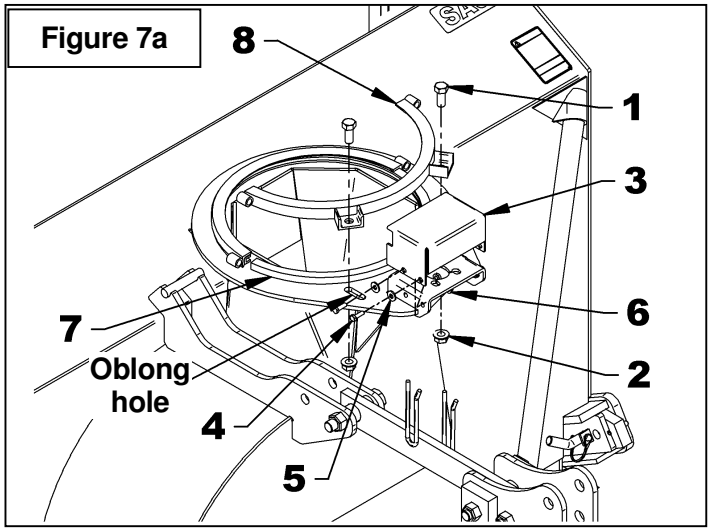
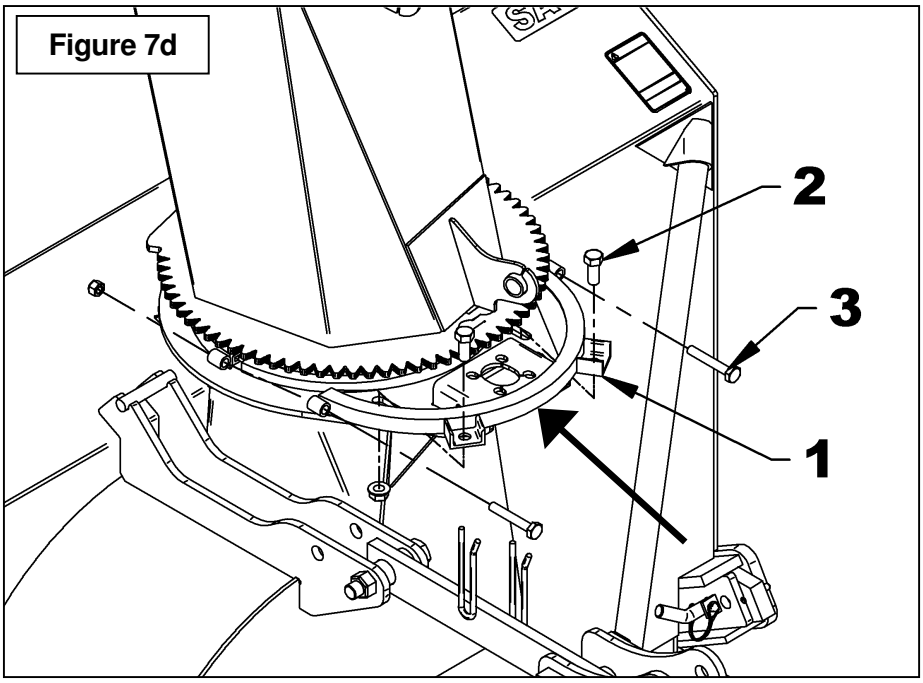

Figure 7a
Figure 7d
2. **Figures 7a:** Take off the retaining plate (item 8) by removing the two 5/8" x 1 1/2" bolts and 5/8" serrated flange nuts (items 1-2).
3. **Figures 7a:** Remove the rotation bushing (item 7) and the gear shield (item 3) by removing the four 5/16" x 1" bolts, the 3/8" flat washers and the 5/16" serrated flange nuts (items 4-5-6).
6. **Figure 7d:** Install the retaining plate (item 1) on the snowblower by bending each bushing end inside the retaining plate. Align the vertical holes of the retaining plate with the oblong holes (fig.7a) and fix with the two 5/8" x 1 1/2" bolts (item 2) and 5/8" serrated flange nuts. Do not tighten.
7. **Figure 7d:** Insert two 1/2" x 3 1/4" bolts (item 3) to join together the two retaining plates. Hit slightly the two bolt heads with a hammer in alternation to bring the two retaining plates closer together. If the retaining plate moves back after hitting it, screw in the 5/8" x 1 1/2" bolts (item 2) slightly. When the bolt ends (item 3) exceed the holes enough, secure with two 1/2" nylon insert lock nut until the two retaining plates are approximately 1/4" apart.
8. **Figure 7d:** Tighten the 1/2" x 3 1/4" bolts (item 3) to reduce the gap between the retaining plates until chute turns with a slight resistance.
9. **Figure 7d:** Tighten the two 5/8" x 1 1/2" nuts (item 2) securely according to the ***Torque Specification Table*** at the end of the manual.